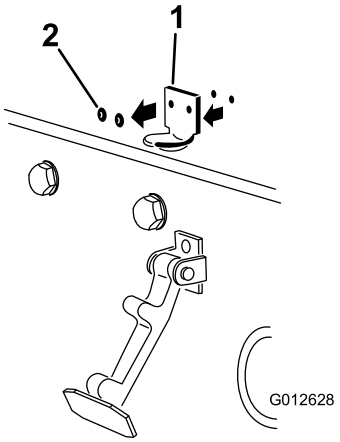

Figur 5
2. Fjern de (2) nitter, der fastholder motorhjelmslåsen på hjelmen (Figur 5). Fjern motorhjelmslåsen fra motorhjelmen.